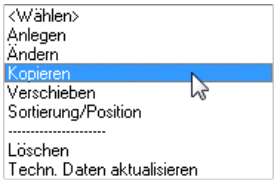

Bild 27.64 – *Seite*, Menüpunkt *Kopieren*
- Klicken Sie dann im Listenmenü der Seiten auf *Kopieren* (Abb. 27.64).